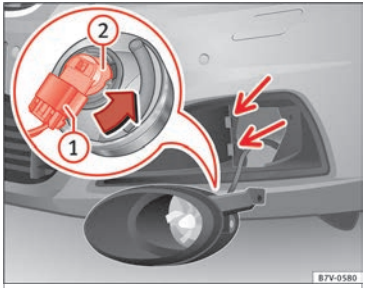

Bild 111 Byta glödlampor i strålkastarna
3. Luta strålkastaren en aning framåt och ta loss den ur fästena på sidorna »» bild 111 (se små pilar).
4. Koppla loss kontakten »» bild 111 (1) och ta bort den.
5. Vrid lampfästet »» bild 111 (2) åt vänster så långt det går, i den riktning som pilen visar, och dra ut den bakåt tillsammans med glödlampan.
8. Sätt i kontakten »» bild 111 (1) på lamphållaren (2). Kontakten måste snäppa fast hörbart.
9. Sätt strålkastaren i rätt läge »» bild 111 (små pilar) och luta den bakåt.